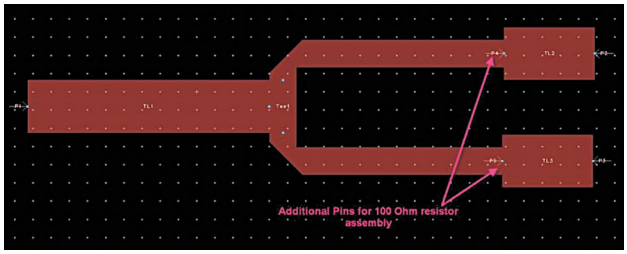

Рис. 174
- Для створення структури дільника потужності скористайтеся компонентами бібліотеки TLines-Microstrip або значком прямокутника/полігона. Зверніть увагу, що в дільнику потужності Вілкінсона нам потрібно буде застосувати два додаткових виводи в тих місцях, де ми пізніше під'єднаємо резистор 100 Ом (рис. 174).